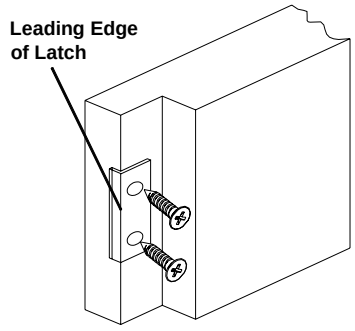

Fig 6.1
1) If fitting to double door set, fit the optional rebate plates (item G) as shown in Fig 6.1.